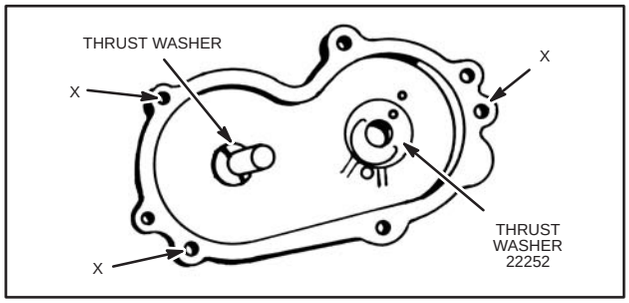

Fig. 118
1. Place thrust washer, Part #22078 (NLA), in gear case cover, oil groove up, on thrust face at intermediate gear shaft. Locate it with dowel pin. Use a little grease to hold it in place, Fig. 118.
2. If intermediate gear has too much end play and drive shaft end play is correct, remove gear case cover and place steel shim, Part #22872 (NLA), under thrust washer, Part #22078 (NLA). Use a little grease to hold them in place, Fig. 118.
1. Proceed as above but place thrust washer, Part #22252 (NLA), at drive shaft hole, Fig. 118.
6. Fasten cover with three bolts at holes marked "X" in Fig. 118.
10. If the drive shaft has too much end play and intermediate gear end play is correct, remove gear case cover and place steel shim, Part #22875 (NLA) under thrust washer, Part #22252 (NLA). Use a little grease to hold them in place, Fig. 118.